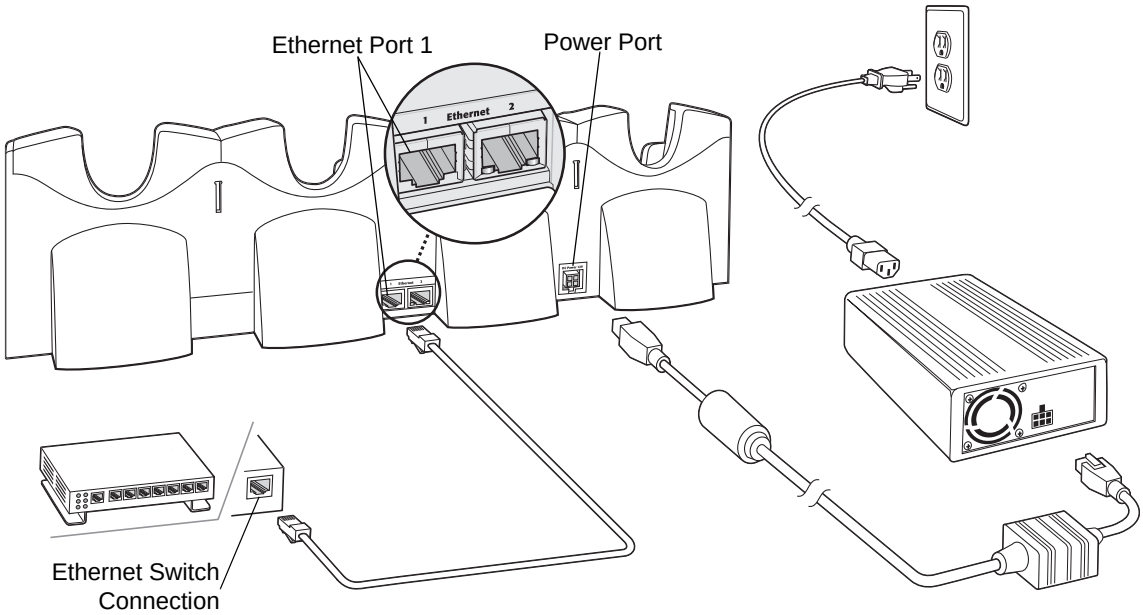

Figure 2-5 *Four Slot Ethernet Cradle Connection*
1. Connect the first Ethernet cradle to power and to the Ethernet Switch as shown on *Figure 2-5 on page 2-8*.